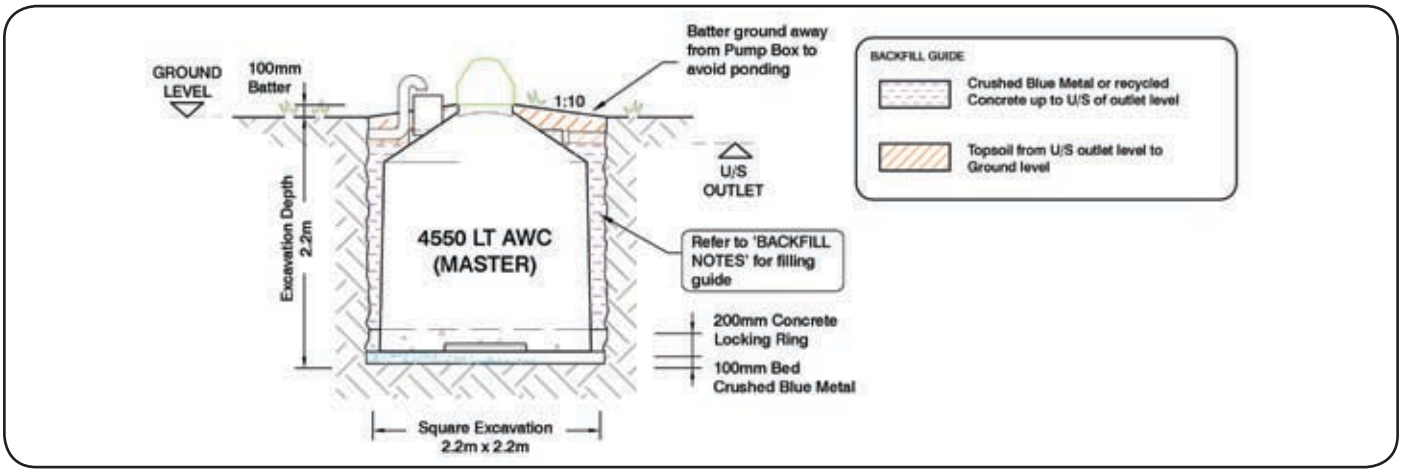

Figure 3: Excavation & Back filling
1. **Excavation using the specified minimum excavation size** (see table below & figure 3). Using minimum excavation size enables the top of the tank to be 100mm above **finished ground level**. (Please determine final finished ground level with your builder / installer).